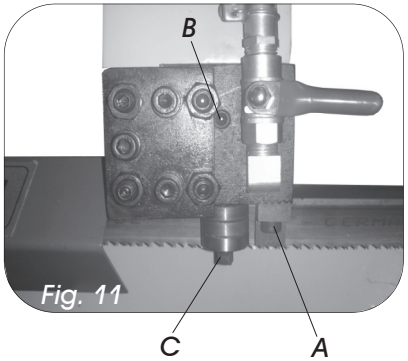

Fig. 11
- Remove the carbide guide by taking out the cap head bolt (Fig. 11 ,A).
- Undo the hex screw slightly (Fig. 11, B).
- With a spanner turn the eccentric shaft (Fig. 11, C) until there is a gap of about 0.001", you should just be able to slide a piece of paper between the gap.
- Once the eccentric shaft has be adjusted, re-tighten the hex screw (B) and refit the carbide guide.